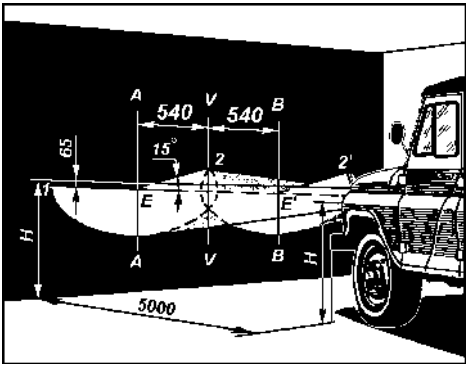

Рис. 9.32. Разметка экрана для регулировки фар:
1. Установите полностью заправленный и снаряженный автомобиль с нормальным давлением воздуха в шинах и нагруженным сиденьем водителя 750 Н (75 кгс) на ровной горизонтальной площадке на расстоянии 5 м от экрана со специальной разметкой (рис. 9.32).